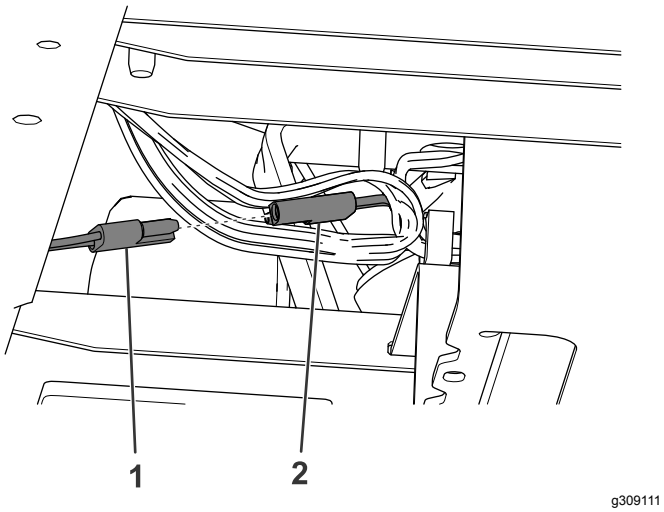

Figura 9
6. Collegate il cablaggio preassemblato al connettore del cablaggio preassemblato principale che si trova dietro alla batteria (Figura 9).